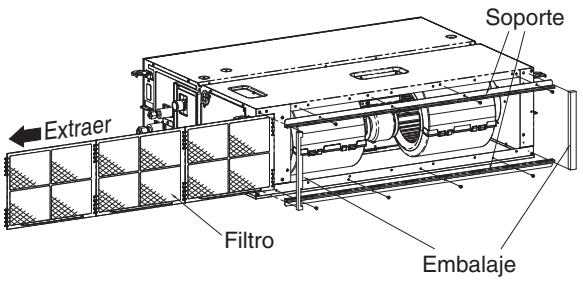

Fig. 3-15
(1) En primer lugar, extraiga un filtro en dirección a la caja eléctrica de la unidad. (Fig. 3-15)
(2) A continuación, retire el embalaje de precinto, el soporte y el filtro conectado al lado del puerto de entrada de aire. (Fig. 3-15)
(3) Instale el conducto (suministrado en el sitio).